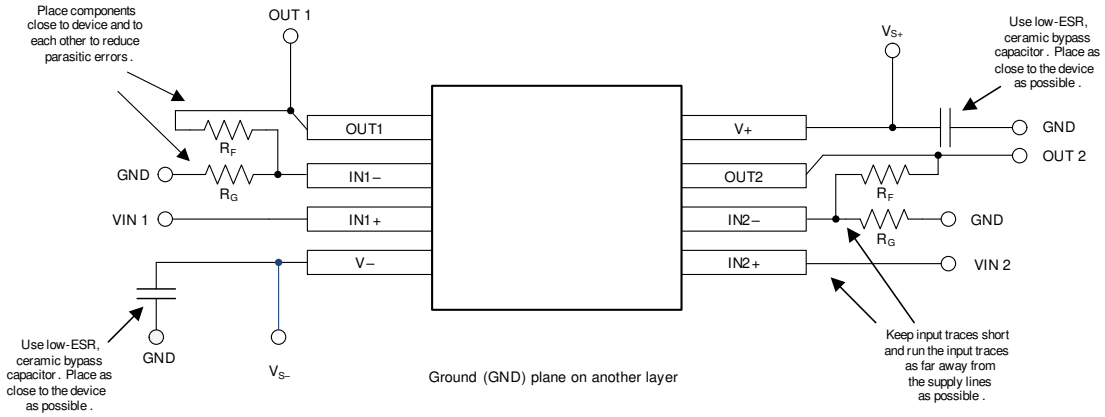

図 10-2. レイアウト例
- 外付け部品は、可能な限りデバイスに近く配置します (図 10-2 を参照)。R_F と R_G を反転入力に近付けて配置すると、寄生容量を最小化できます。